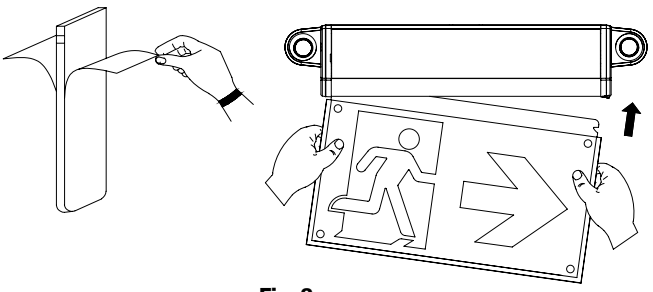

Fig. 3
9. Retirez les films de protection des pictogrammes. Insérez délicatement le panneau de pictogrammes dans le corps principal. Veillez à ce que le sens de la flèche corresponde à celui de l'issue de secours. (voir fig. 3).